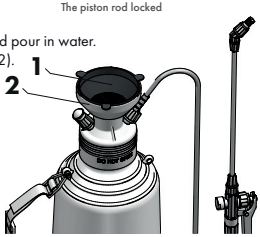

Fig.9
Insert the strainer (fig. 9/pos. 2) to the head cup (fig. 9/pos. 1) and pour in water.
Remove the strainer (fig. 9/pos. 1) from the head cup (fig. 9/pos. 2).
Insert the strainer (fig. 9/pos. 2) to the head cup (fig. 9/pos. 1) and pour in the previously prepared spray liquid in accordance with manufacturer guidelines.
Remove the strainer (fig. 9/pos. 1) from the head cup (fig. 9/pos. 2). Screw the pump (fig. 1/pos. 5) into the head (fig. 1/pos. 4). To do this, lock the piston rod (fig. 8/pos. 2) in the cylinder brackets (fig. 11/pos. 2). Remember that the connection must be airtight. The locked piston rod may be used as a transport handle.